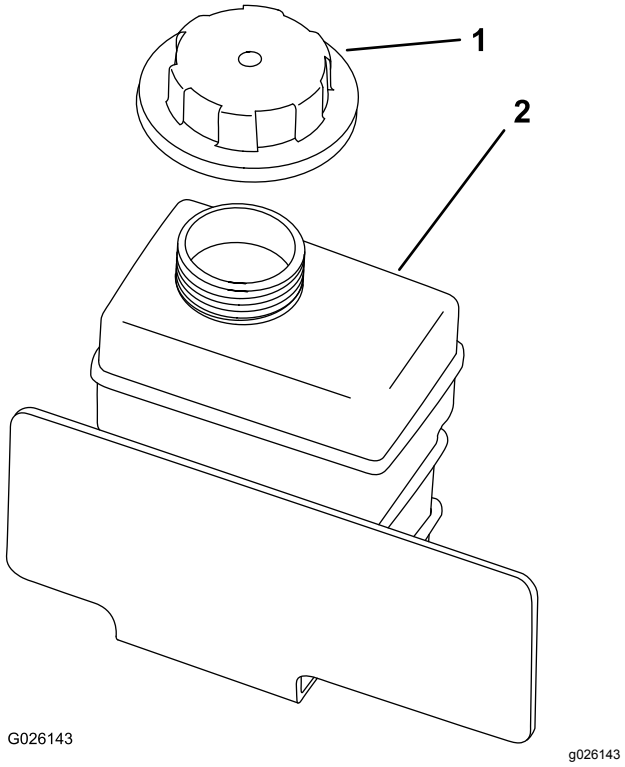

Figuur 51
4. Controleer het koelvloeistofpeil in de reservetank (Figuur 51).